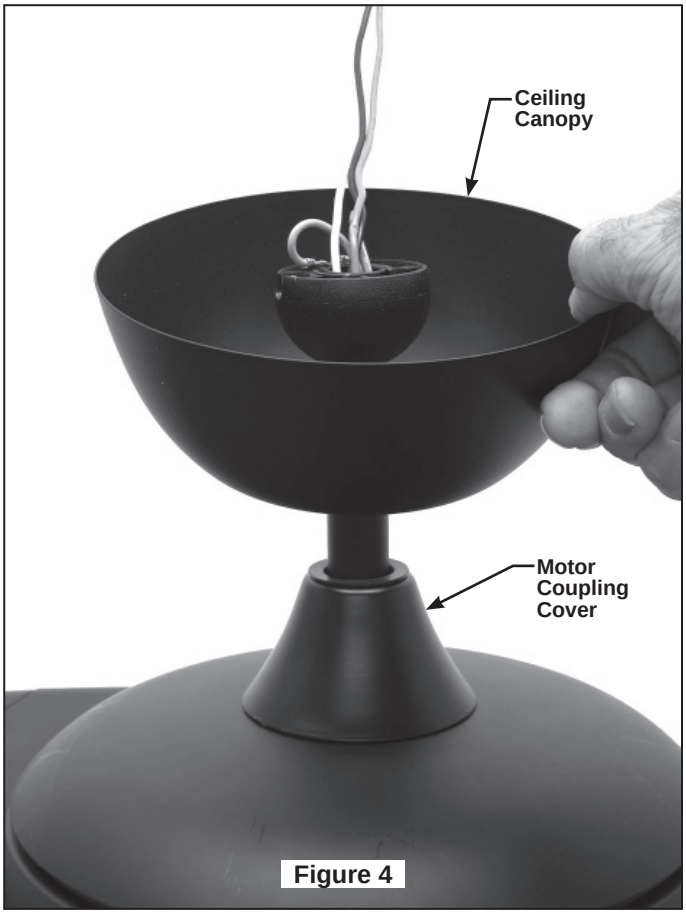

Figure 4
9. Pass the Downrod/Hanger Ball Assembly through the top of the ceiling canopy and push the bell-shaped motor coupling cover on to the downrod as shown. (Figure 4)